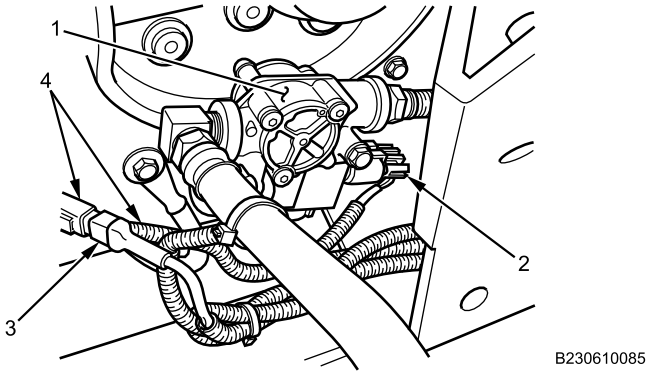

Figure 24. Left ABS Modulator Connections.
20. Connect three-pin connector (Figure 24, Item 2) to left ABS modulator (Figure 24, Item 1).
21. Connect two-pin connector (Figure 24, Item 3) to forward chassis harness (Figure 24, Item 4).